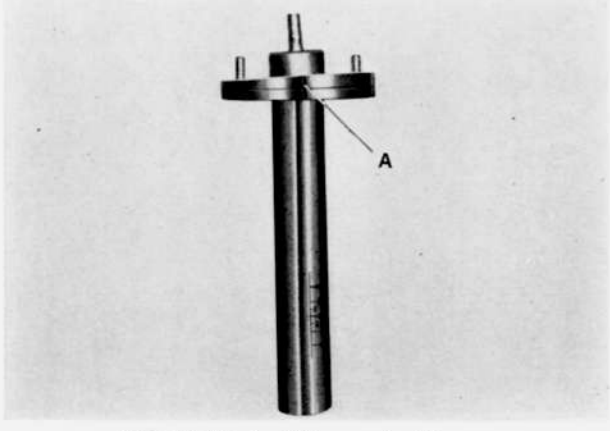

Fig. 11-19 Installing angle plate
2) Intall the angle plate (right or left) corresponding to the side to be corrected onto the slide post so that it is in line with A as shown in Fig. 11-19.